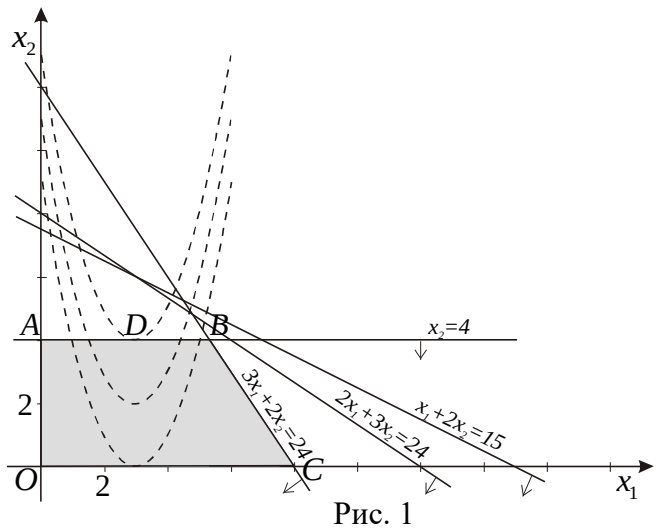

Рис. 1
Розв'язання. Задача (1) – (3) – це задача нелінійного програмування. Побудуємо область $R(X)$ (рис. 1). Пряма $2x_1 + 3x_2 = 24$ проходить через точки (0; 8) та (12; 0), пряма $x_1 + 2x_2 = 15$ – через точки (0; 7,5) та (15; 0), пряма $3x_1 + 2x_2 = 24$ – через точки (0; 12) та (8; 0), а пряма $x_2 = 4$ паралельна осі Ox_1.